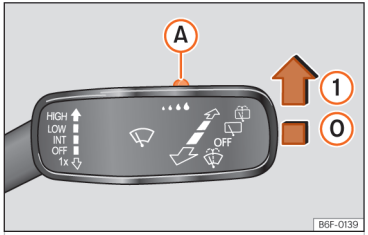

Abb. 73 Scheibenwischerhebel: Regensensor (A) einstellen.
Hebel in die gewünschte Position drücken ››› (Abb. 73).
Nach dem Aus- und Wiedereinschalten der Zündung bleibt der Regensensor aktiviert und funktioniert wieder, wenn der Scheibenwischerhebel in der Position ››› (Abb. 73) ① steht und schneller als 16 km/h (10 mph) gefahren wird.